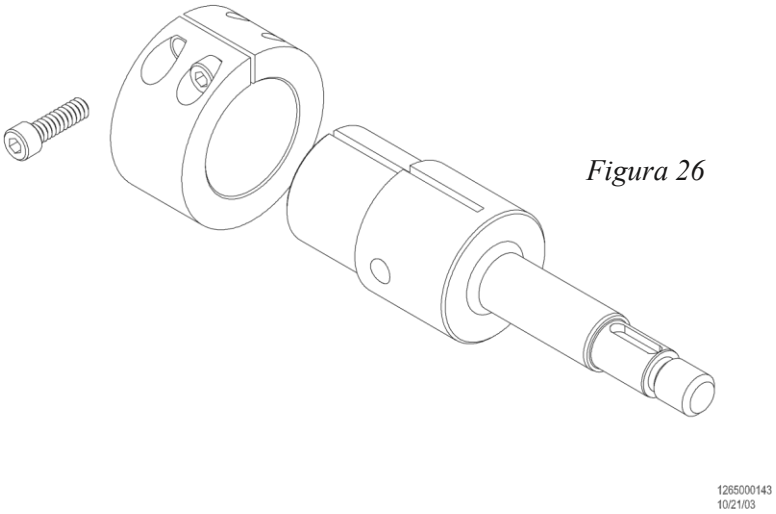
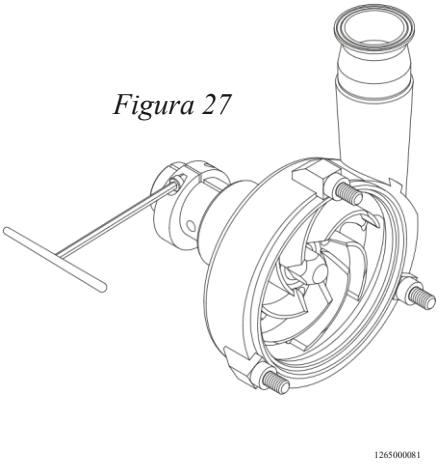

Figura 26
Figura 27
g) Certifique-se de alinhar a fenda do anel de fixação diretamente sobre a fenda no eixo (*Figura 26*) e aperte o parafuso do colar do eixo com o torque apropriado (*Figura 27*).